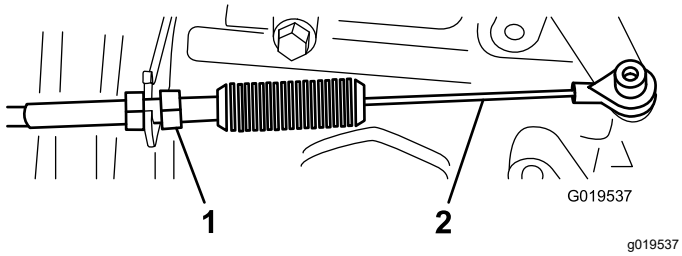
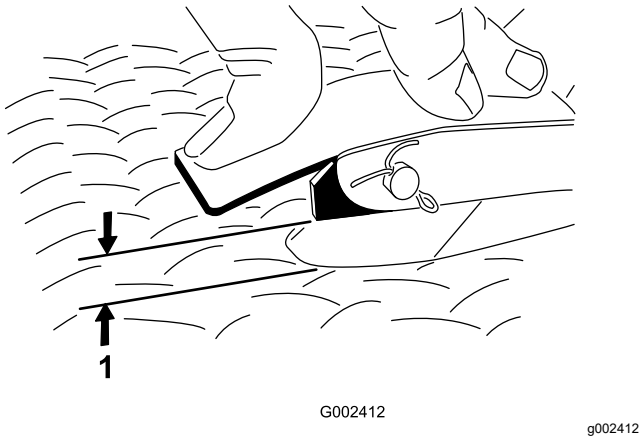

図 67
図 68
2. アクセルペダルの中央部を 11.3 kg の力で踏んだときに、ペダルと床のすきまが 2.54-6.35 mm となるようにアクセルケーブル図 67のボールジョイントを調整する図 68。
3. ロックナットを締めつける図 67。